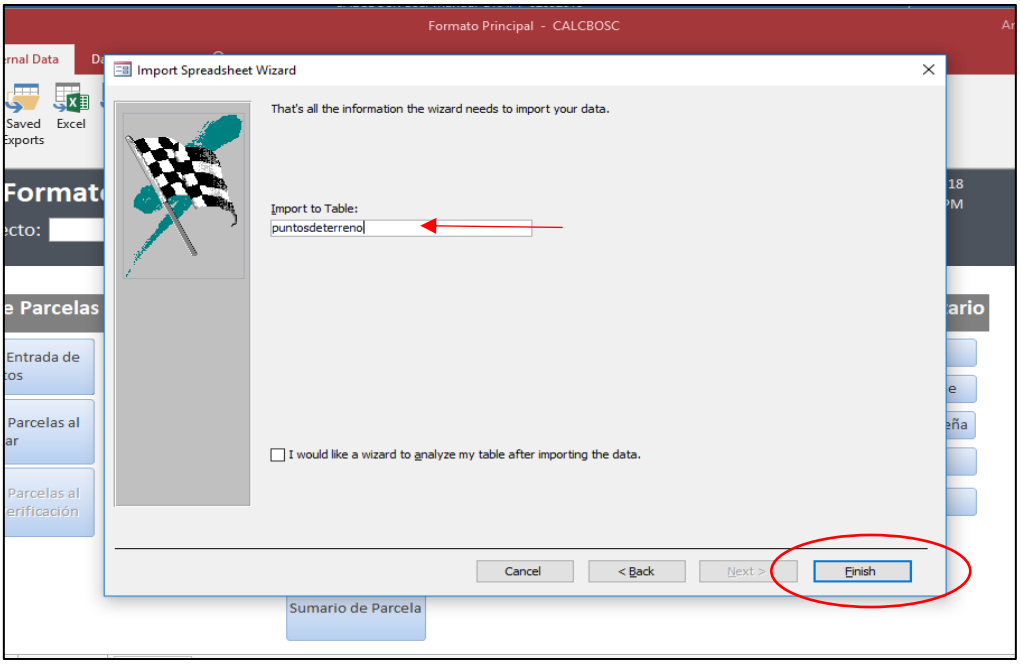

Figure 60. Importing an Excel Document Step 6
4.6 The next screen will ask you to Import to Table, enter [puntosdeterreno] exactly as is in the space and click [Finish] (Figure 60).